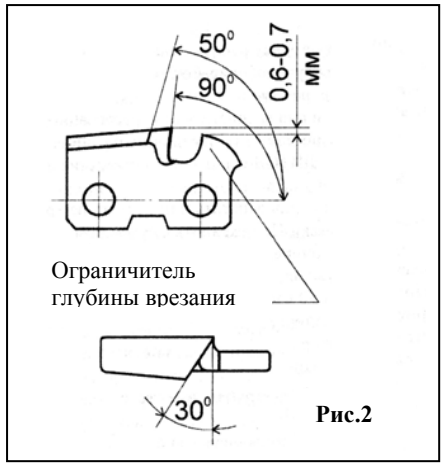

Рис.2
- рекомендуемые угловые параметры строгающих звеньев (резцов) и снижение ограничителей глубины врезания приведены на рис. 2;